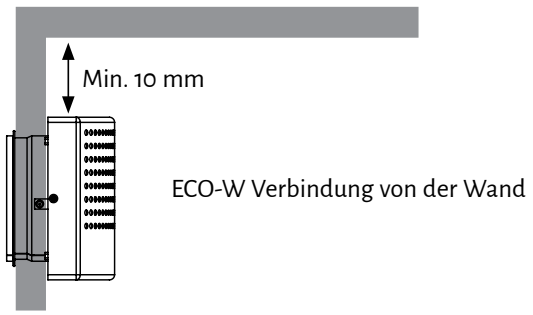
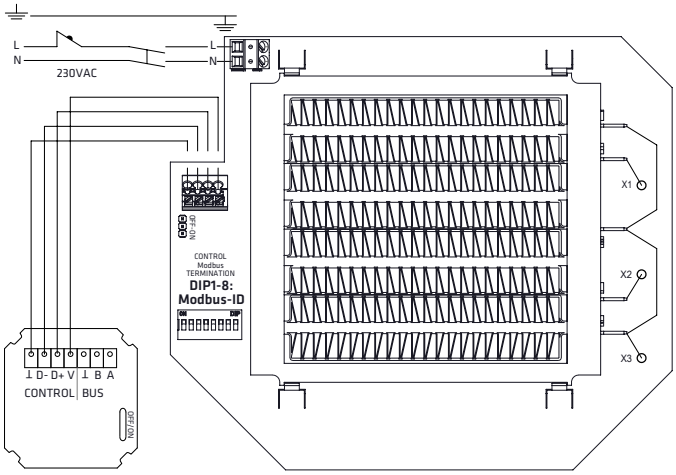

Abbildung 2.1
Abbildung 2.2
2. Der Mindestabstand der Anschlussvorrichtung von der Decke beträgt 100 mm (siehe Abb. 2.1). Montieren Sie die Anschlussvorrichtung in einer Mindesthöhe von 1,8 m. Vergewissern Sie sich, dass Kinder das Gerät nicht erreichen.
3. Entfernen Sie das Gitter (2) vom Korpus. Entfernen Sie die zwei Befestigungsschrauben (3) und ziehen Sie das Gitter vom Korpus (1) ab.
4. Führen Sie den Rohrleitungsanschluss des unteren Abschnitts in die Lufteinlassrohrleitung und befestigen Sie den Korpus mit Schrauben (4) an der Wand (2 Stk., max. Ø 5 mm).
5. Schließen Sie das Netzkabel (MMJ) über den 2-poligen Anschluss und das Datenkabel des Reglers an den Anschluss des Elektronikelements des Endgeräts an, so wie dies auf Abb. 2.2 dargestellt ist.